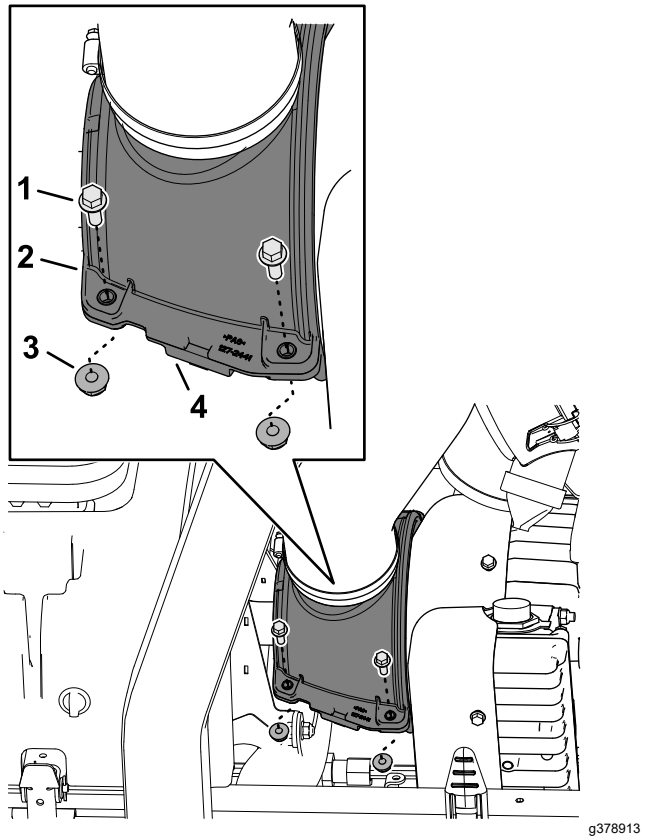

Figur 68
3. Fastgør halvdelene af generatorens luftkøler-skærme og kompressionsbegrænsningsstifter med de 4 flangehovedmaskinskruer og 4 flangelåsemøtrikker (Figur 68).